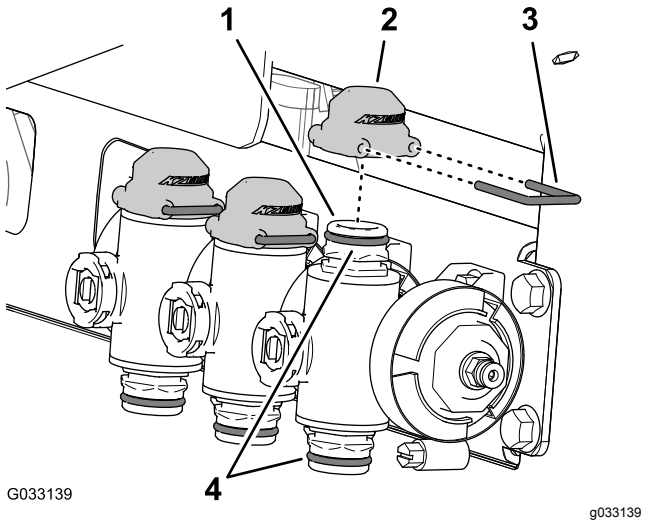

Figuur 58
3. Smeer de onderste en bovenste O-ringen van de snelkoppeling van de verdelerklep met het vet dat is meegeleverd met de dop van de snelkoppeling (Figuur 58).
4. Monteer de 3 doppen voor de snelkoppelingen op de 3 snelkoppelingen van de verdelerkleppen (Figuur 58).
5. Bevestig de 3 doppen met de 3 borgclips aan de 3 snelkoppelingen (Figuur 58).